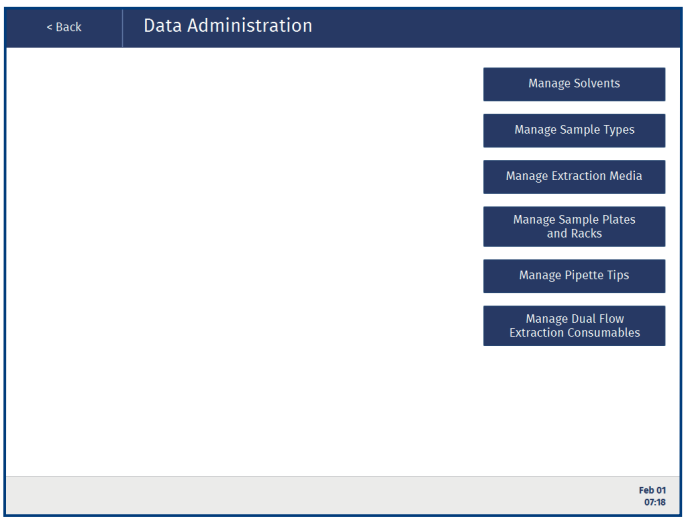
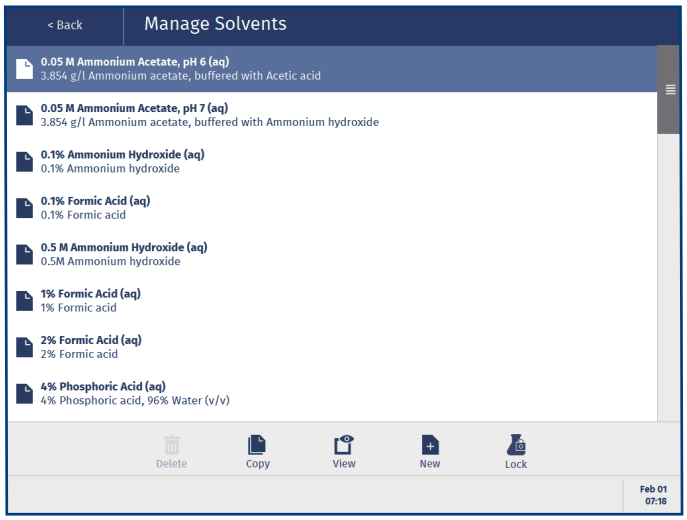
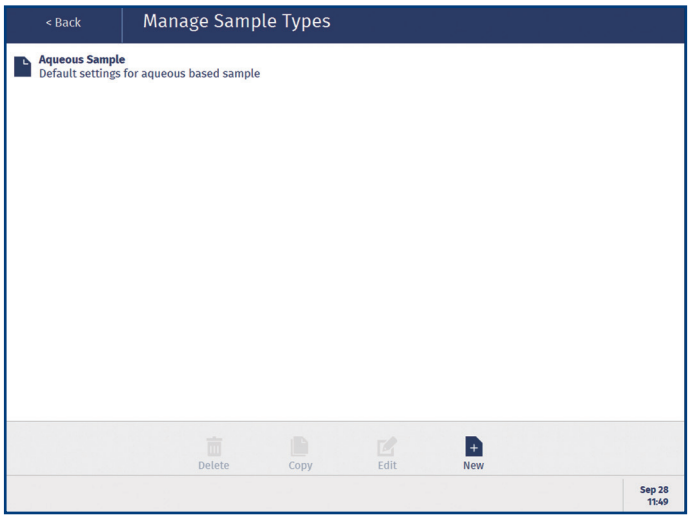

图 9. Data Administration 视图。
图 10. Manage Solvents 视图。
图 15. Manage Sample Types 视图。
注意：机械臂是一种精密仪器，即务必在 **Data Administration** 视图中设置溶剂、样品类型、孔板、支架和吸头时输入正确的值（请参阅图 9）。
要添加、复制、编辑、查看和删除溶剂，以及将溶剂锁定到指定的溶剂槽，请按主菜单中的 **Data Administration**，然后按 **Manage Solvents**（请参阅图 9）。**Manage Solvents** 视图打开；请参阅图 10。
1. 在 **Manage Solvents** 视图中按 **Lock**（请参阅图 10）。
若要添加、复制、编辑、查看和删除样品类型，请在主菜单中按 **Data Administration**，然后按 **Manage Sample Types**（请参阅图 9（第 10 页））。**Manage Sample Types** 视图打开；请参阅图 15。如果您要处理各种不同的样品基质，这些基质的液体处理属性可能会有所不同，则样品类型设置非常重要。
若要添加、复制、编辑、查看和删除萃取支架，请在主菜单中按 **Data Administration**，然后按 **Manage Extraction Media**（请参阅图 9（第 10 页））。